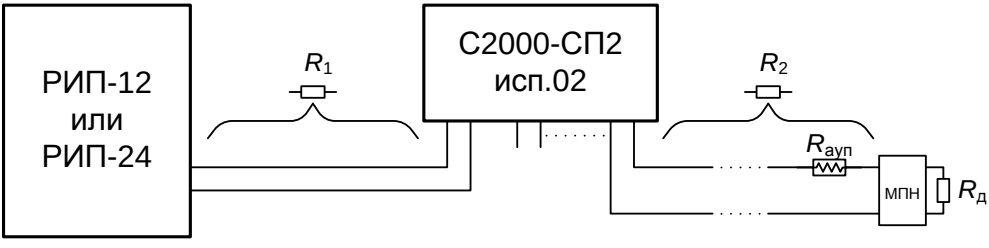

Рисунок 6. Рекомендуемая схема подключения АУП
4.2.3 Подключите АУП согласно рекомендуемой схеме на рис. 6. Длина соединительных проводов, используемых для подключения АУП, и сопротивление добавочного резистора должны быть такими, чтобы обеспечивался требуемый ток срабатывания электроактиватора.